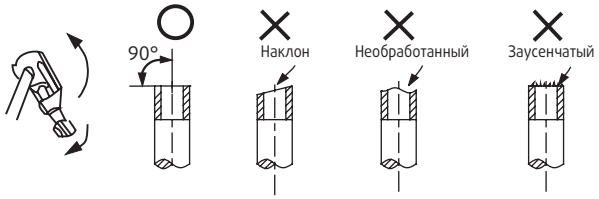

Рис. 6-1
- Правильно обрежьте трубу при помощи трубореза (рис. 6-1).